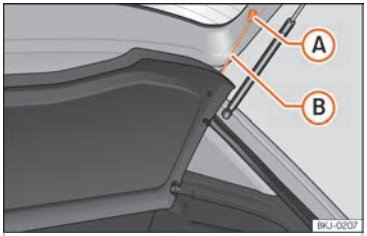

Fig. 163 Na bagageira: desmontar e montar a chapeleira.
- Desengate os tirantes de fixação ››› Fig. 163 Ⓑ dos alojamentos Ⓐ.
- Engate os tirantes de fixação ››› Fig. 163 Ⓑ na porta da bagageira.